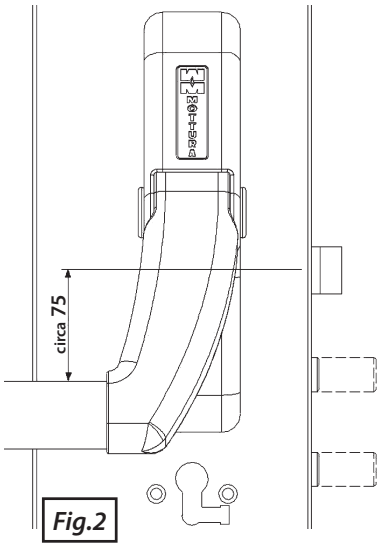
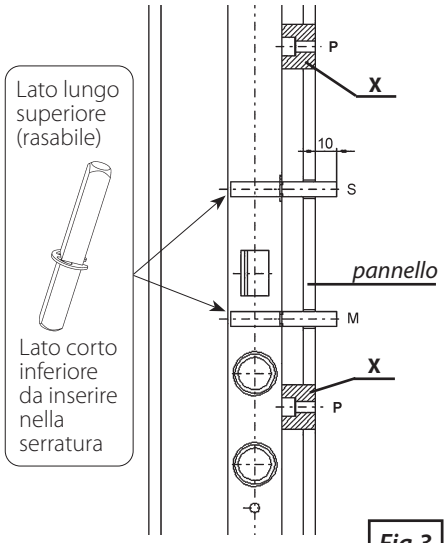
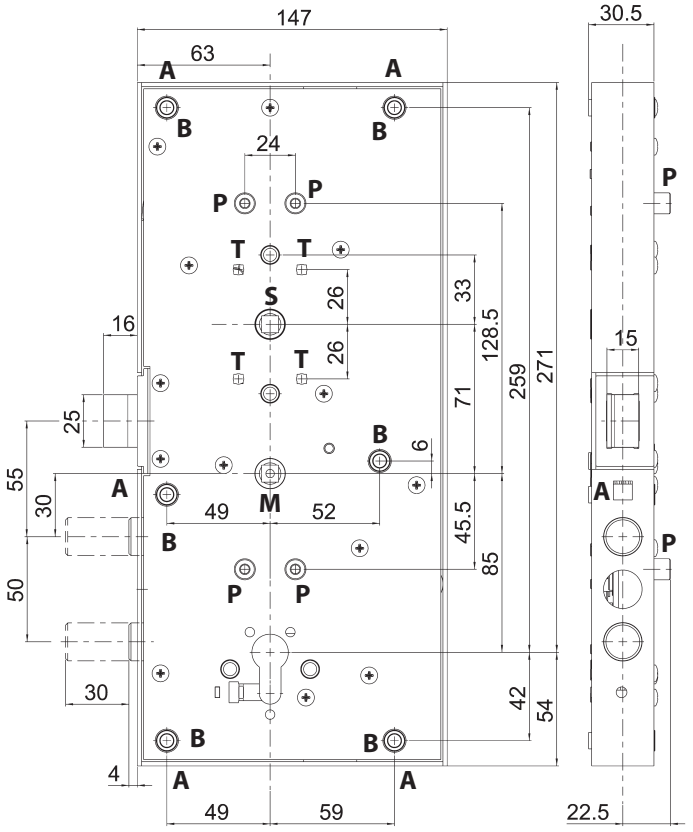

Fig.2
Fig.3
Fig.4
Fissare la serratura sul telaio (piano fissaggio porta) utilizzando le boccole (rif. B Fig.4,5) presenti su di essa mediante viti M6 (non in dotazione) o, in caso di attacco laterale, sfruttare i dadi in gabbia M6 (rif. A Fig.4,5). La posizione di fissaggio della serratura dovrà tenere presente che la barra orizzontale di azionamento del dispositivo antipanico, si trovi tra i 900 e 1100 mm da livello pavimento finito, con la porta in posizione di chiusura (laddove si sappia che la maggior parte degli occupanti dei locali è rappresentata da bambini, si dovrebbe considerare di ridurre l'altezza della barra).
Forare il pannello interno porta (rif. P,M,S su lato serratura e rif. P su lato dispositivo folle Fig. 4,5 secondo versione) utilizzando le dime di foratura (allegate) e appoggiarlo sulla struttura della stessa. Tenere presente che la barra orizzontale dovrebbe posizionarsi a circa 75 mm dal chiavistello ½ giro (Fig. 2). Posizionare, solo in caso di porta/pannello non sufficientemente rigidi, le boccole distanziali (9819108_20 opzionali, rif. X Fig. 3) sui perni rif. P Fig. 4,5 e i perni quadri (in dotazione) nelle rispettive sedi rif. M,S Fig. 4,5 quindi eseguire il taglio a misura di questi particolari, portando le boccole a filo con il pannello e i perni quadri con una sporgenza di 10 mm dallo stesso (Fig. 3).
• La foratura del montante (ferrogliera) riguardante l'entrata chiavistelli e ½ giro deve attenersi alle dimensioni riportate nello schema rappresentato in figura (per gli interassi tra i chiavistelli vedi Fig. 4,5,6).